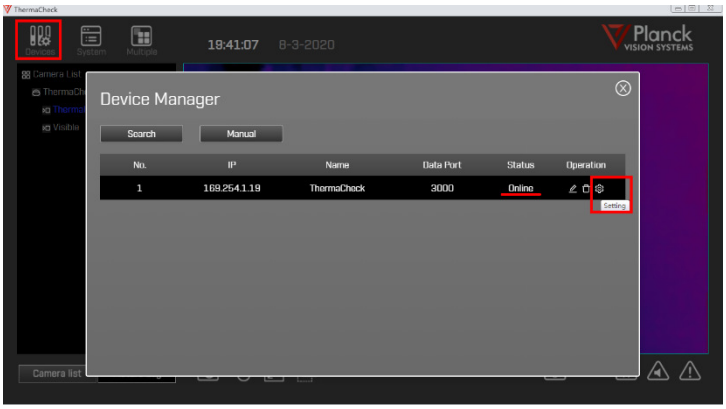

Figura 3: Interface de gerenciamento de dispositivo
6. Abra o Gerenciador de Dispositivos no software ThermaCheck. Confirme se o status da câmera é "Online" e tem o endereço IP padrão 169.254.1.19, conforme mostrado na Figura 3.